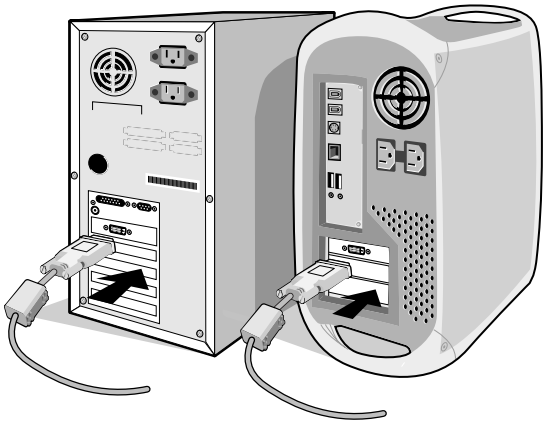

Рисунок A.1
2. **Для компьютера PC или Macintosh с цифровым выходом DVI:** Подсоедините кабель видеосигнала DVI-D - DVI-D к разъему платы видеоадаптера в компьютере (**Рисунок A.1**). Затяните все винты.